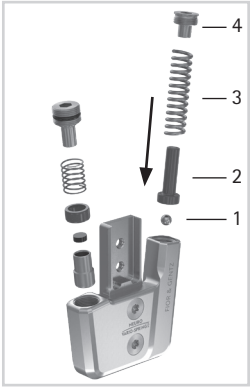

Abb. 16
1 Stecken Sie die Kugel (1) in den Bolzen (2; Abb. 16).